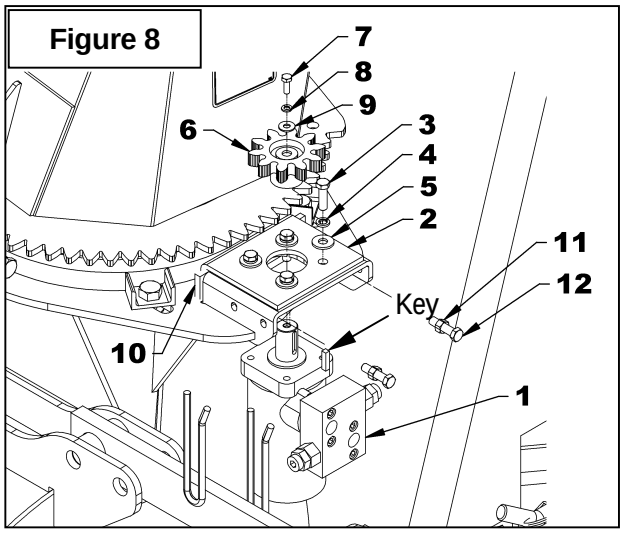

Figure 8
1. **Figure 8:** Install the motor (item 1) placing the anchor plate on top (item 2) as shown on figure. Attach with four 3/8"NC x 1 1/4" (item 3) hex. bolts, lockwashers and flat washers (items 4-5). Tighten manually.
2. **Figure 8:** Install the motor gear (item 6) with the key, 8mm x 20mm bolt (item 7), lockwasher and flat washer (items 8-9). Tighten according to the ***"Torque Specification Table"***.
3. **Figure 8:** Insert the anchoring flat bar (item 10) between the anchor plate (item 2) and the motor support as shown on figure. Screw the 3/8"NC nuts (item 11) at maximum on the two 3/8"NC x 1 1/2" lg bolts (item 12). Install those two bolts (item 12) by screwing them in the anchoring flat bar (item 10).